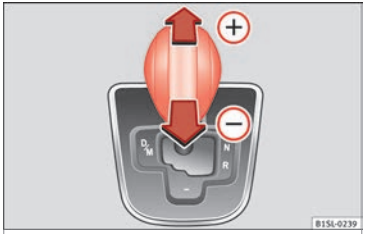

Fig. 149 Lever in the Tiptronic position
- Press the lever forwards ⊕ or backwards ⊖ to move up or down a gear ››› Fig. 149.